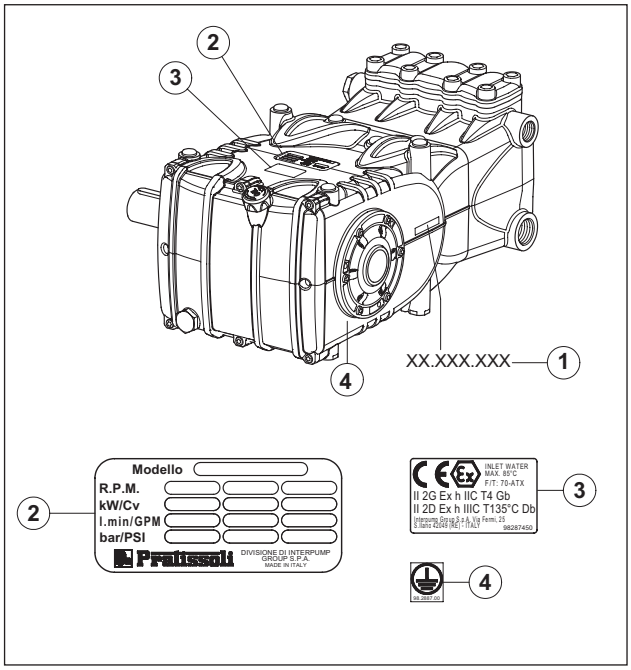

Fig. 1
Chaque pompe possède son numéro de série XX.XXX.XXX voir rep. ① et une plaquette d'identification voir ② de Fig. 1 qui indique :